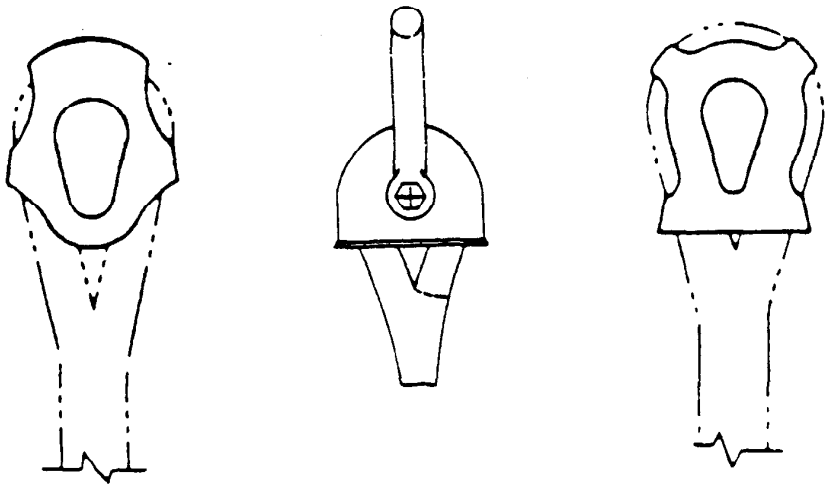

Figure 12-3 Synthetic Line Thimble for Single-part Line With Eye Splice
3. **Towline Thimbles.** Thimbles are designed to equalize load on the eye and provide maximum protection to the inner top of the eye from abrasion and wear. Thimbles may be used with towlines for these reasons. For lines 2-1/2 inches in circumference (13/16" diameter) and smaller, round grommet type thimbles are satisfactory. For line 2-3/4 inches in circumference (7/8" diameter) through 15 inches (5" diameter) use synthetic line thimbles. The thimbles for a single-part line (single line) with an eye splice are designed to take the Breaking Strength (BS) of a single line and are stamped "For use with single- part line with minimum breaking strength LESS than xxxxx pounds". (See Figure 12-3). Thimbles for continuous loop (doubled) are designed to take TWICE the BS of the line and are stamped "For use with double-part line with a minimum BS LESS than xxxxx pounds".